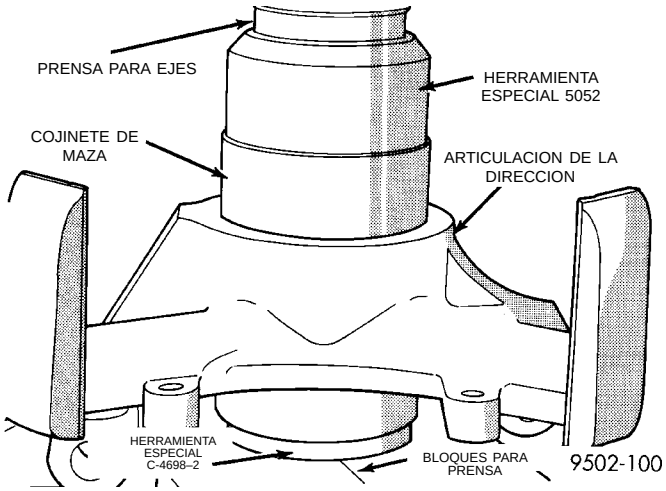

Fig. 49 Calce del cojinete de maza en la articulación de la dirección
(3) Aplique Adhesivo Loctite Nº 640 o un equivalente al hueco de la articulación de la dirección. El adhesivo debe aplicarse a toda la superficie de las paredes del hueco, desde el reborde en la parte inferior hasta el área que está debajo de la acanaladura del anillo de muelle.
(4) Coloque el nuevo cojinete de maza en el hueco de la articulación de la dirección. Asegúrese de que quede perpendicular al mismo. Instale la articulación de la dirección en la prensa para ejes sosteniendo la articulación de la dirección con el Receptor, Herramienta especial C-4698-2 (Fig. 49). Coloque el Punzón, Herramienta especial 5052 (Fig. 49) en la guía externa del cojinete de maza. Coloque el cojinete de maza a presión en la articulación de la dirección hasta que calce por completo en el hueco del cojinete de la articulación de la dirección.